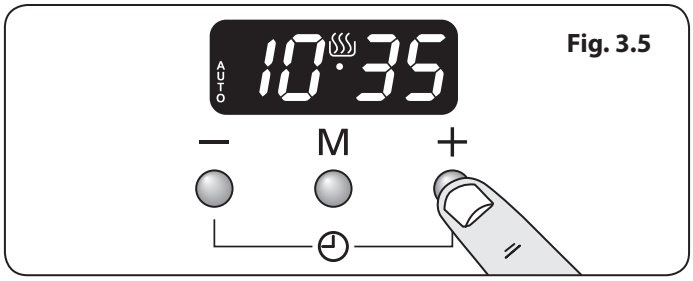

Fig. 3.5
2. Select the 'stop time' using the [+] or [-] buttons. The display will show the current time along with the 'AUTO' and Cooking [♨] symbols (**Fig. 3.5**).